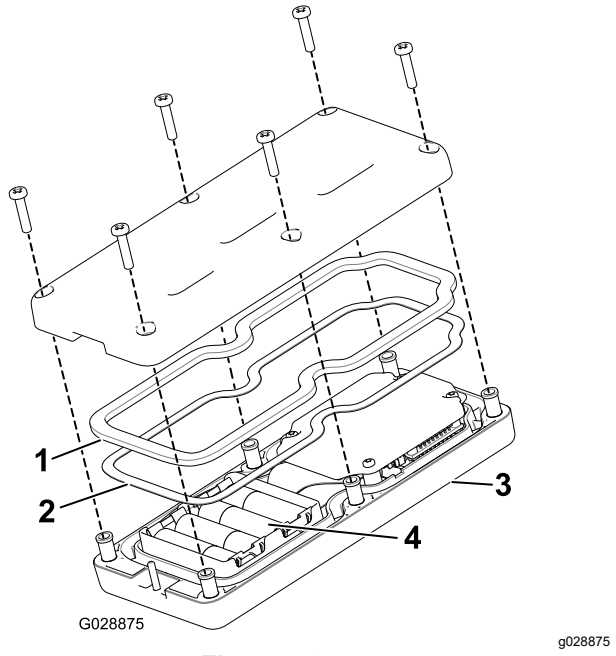

Figuur 48
3. Verwijder de 6 schroeven van de achterkant van de afstandsbediening en verwijder het deksel (Figuur 48).
5. Let op de polariteit van de batterijen terwijl u deze plaatst. Op het draagtoestel staat de polariteit van de contacten aangegeven (Figuur 48).
6. Als u per ongeluk de rubberen afdichting en de stalen pakking hebt verwijderd, moet u ze zorgvuldig terug plaatsen in de groef in de afstandsbediening (Figuur 48).
7. Plaats het deksel terug en bevestig het met de 6 schroeven die u eerder hebt verwijderd (Figuur 48) en draai deze vast met een torsie van 1,5 tot 1,7 N·m.